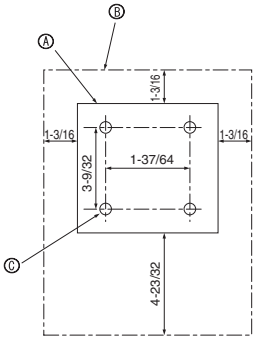

Fig. 6-2
(1) Seleccione una posición adecuada para el control remoto. (Fig. 6-2)
[Fig.6-2]